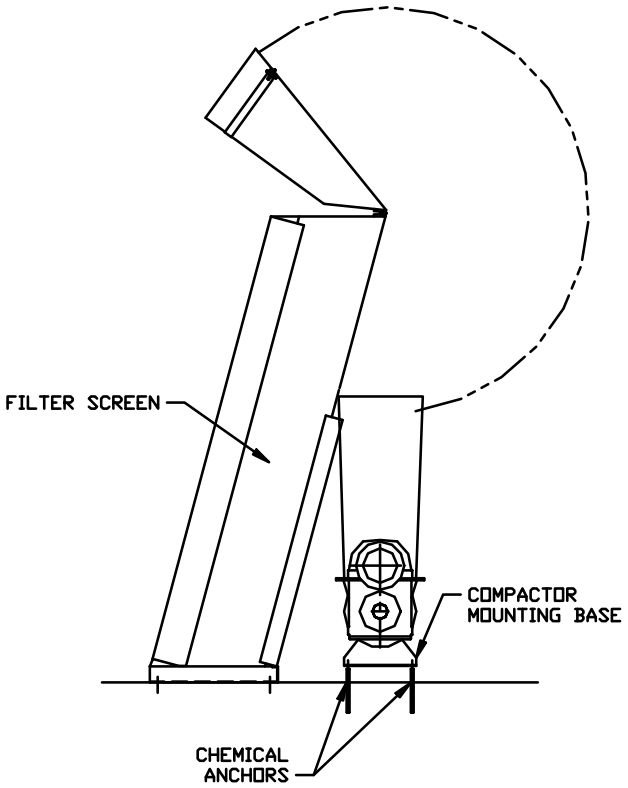
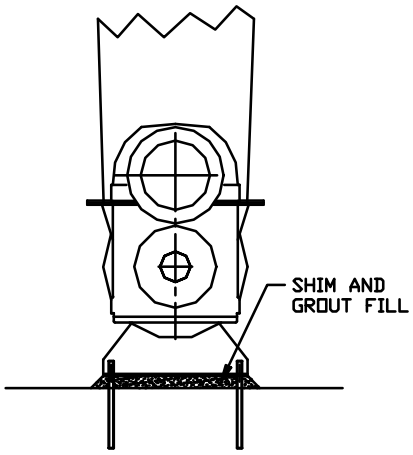

FIGURE 3
FIGURE 4
7. After the Anchor bolts have been installed and allowed to set, lower the Compactor over the anchor bolts aligning the mounting holes on the anchor bolts (Figure 3). Level the Compactor precisely and shim as required. Grout fill Compactor Mounting Base and tighten mounting nuts on anchor bolts (Figure 4).